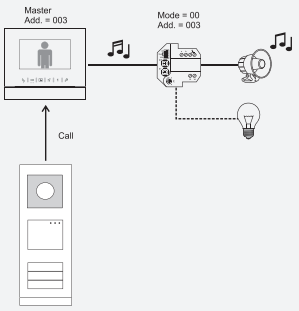

Fig. 02-45-2
- » If the "unlock" button of indoor station or guard unit controls the connected lock, the switch actuator address should be set as the address of outdoor station which the lock is associated with. This is called "Door opener mode." Fig. 02-45-2